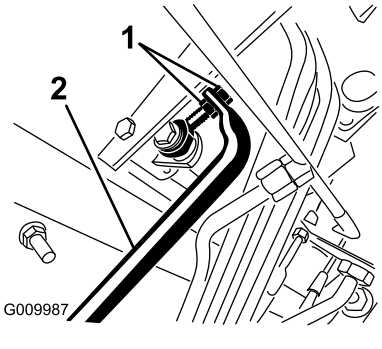

**Figur 109**
5. Juster låsemutrene på pumpens stagende for å flytte pumpekontrollrøret forover for å unngå bevegelse framover, eller bakover for å unngå bevegelse bakover (Figur 109).